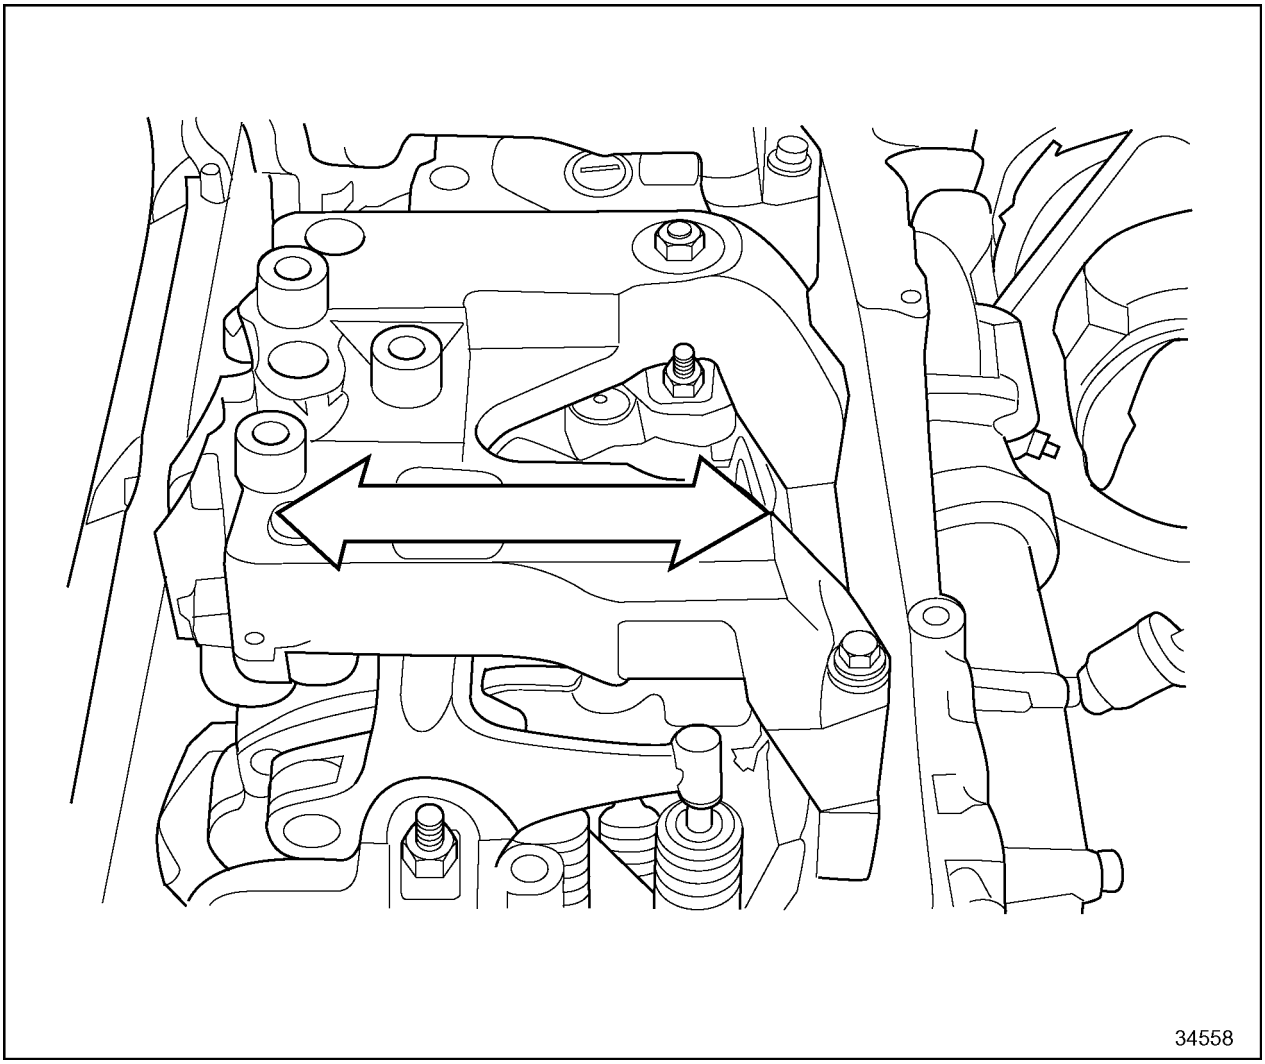

Figure 1-510 Locating Center Position of Housing
10. On models 760A and 765, move the housing from side to side, and locate the housing in the center position of the movement. See Figure 1-510.